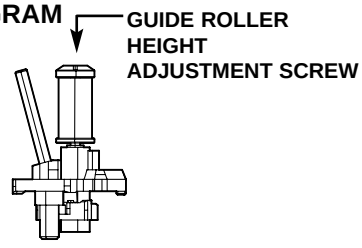

Fig. C-4-1
4) Adjust the height of the guide roller to ensure that the tape is guided on the guide line of the lower drum at the inlet/outlet of the drum. (Fig. C-4-1)